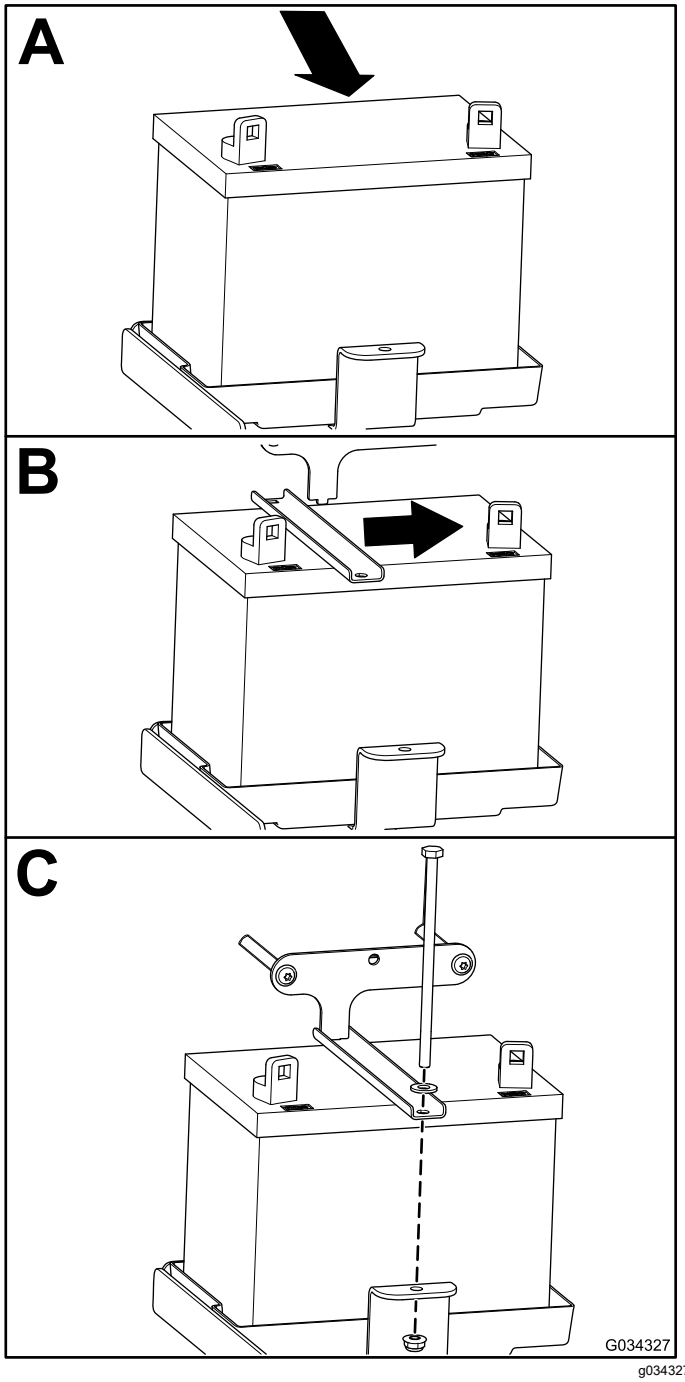

Figur 49
1. Monter fjæren, som vist i Figur 49.